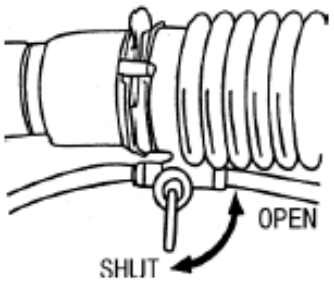

Fig.8
1) During spraying operation, while adding chemical, the switch must be shut, see Fig.8. During dusting operation, dusting value throttle and fuel lever should be on the bottom position, otherwise, the machine will have chemical out.